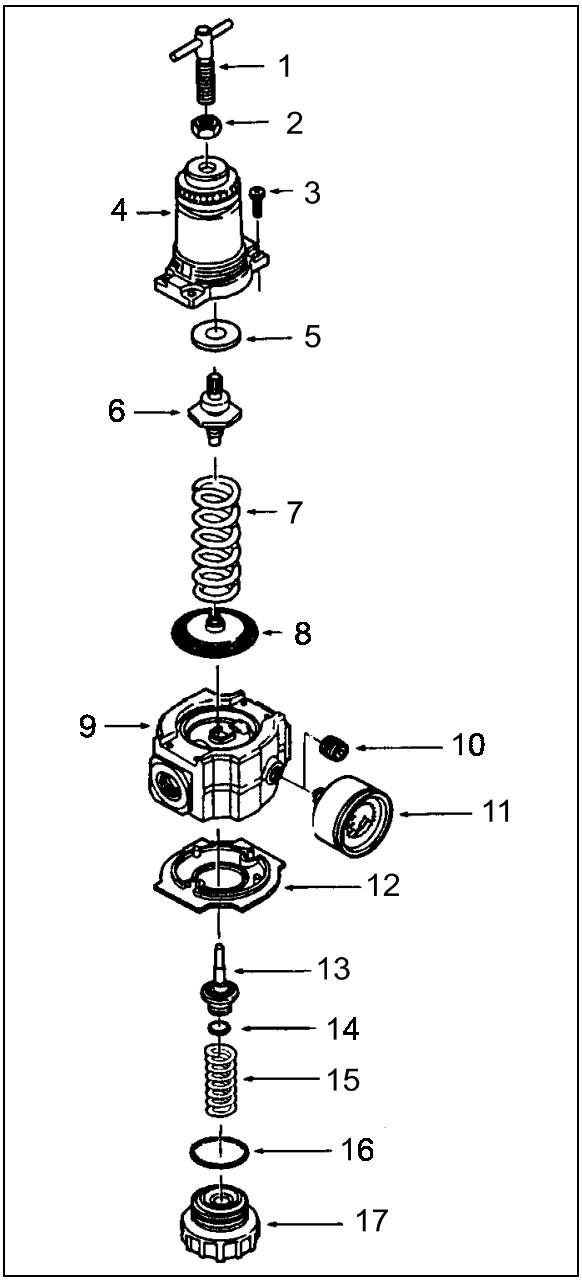

FIGURE 16: AIR PRESSURE REGULATOR 16035
1. Before turning on system air pressure, release jam nut (2, Fig. 16) then turn regulator adjustment handle counter-clockwise until all load is removed from the regulating spring.
5. Tighten jam nut (2, Fig. 16) to lock pressure setting.
1. Shut off inlet pressure and reduce pressure in inlet and outlet lines to zero. Turn regulator adjustment handle (1, Fig. 16) counterclockwise until all load is removed from regulating spring. Regulator can be disassembled without removal from air line.
1. Lubricate O-ring (14 and 16, Fig. 16), valve stem (13, Fig. 13), tip of adjusting screw (1, Fig. 13), and the outer circumference and both sides of the thrust washer (8, Fig. 16) with a light coat of good quality O-ring grease.